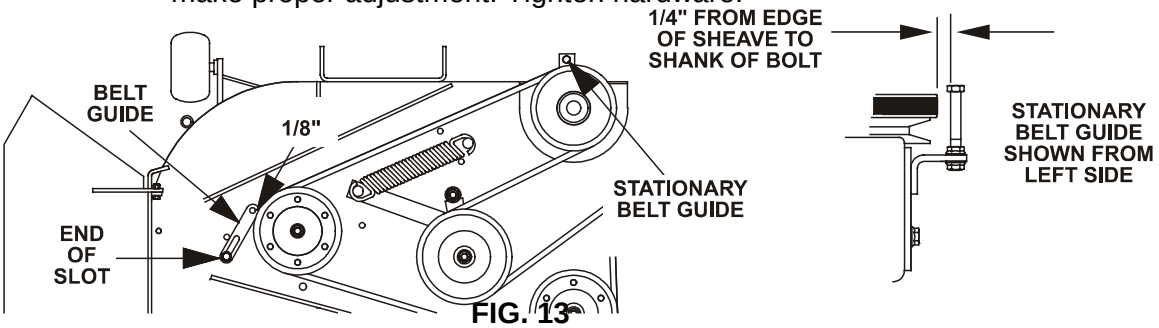

FIG. 13
c) For 52" & 62" units only - note belt guide bolted to deck near the shield support stud and right-hand pulley. Guide should be 1/8" away from the belt, with bolt-end of guide at end of slot (See Fig 13).